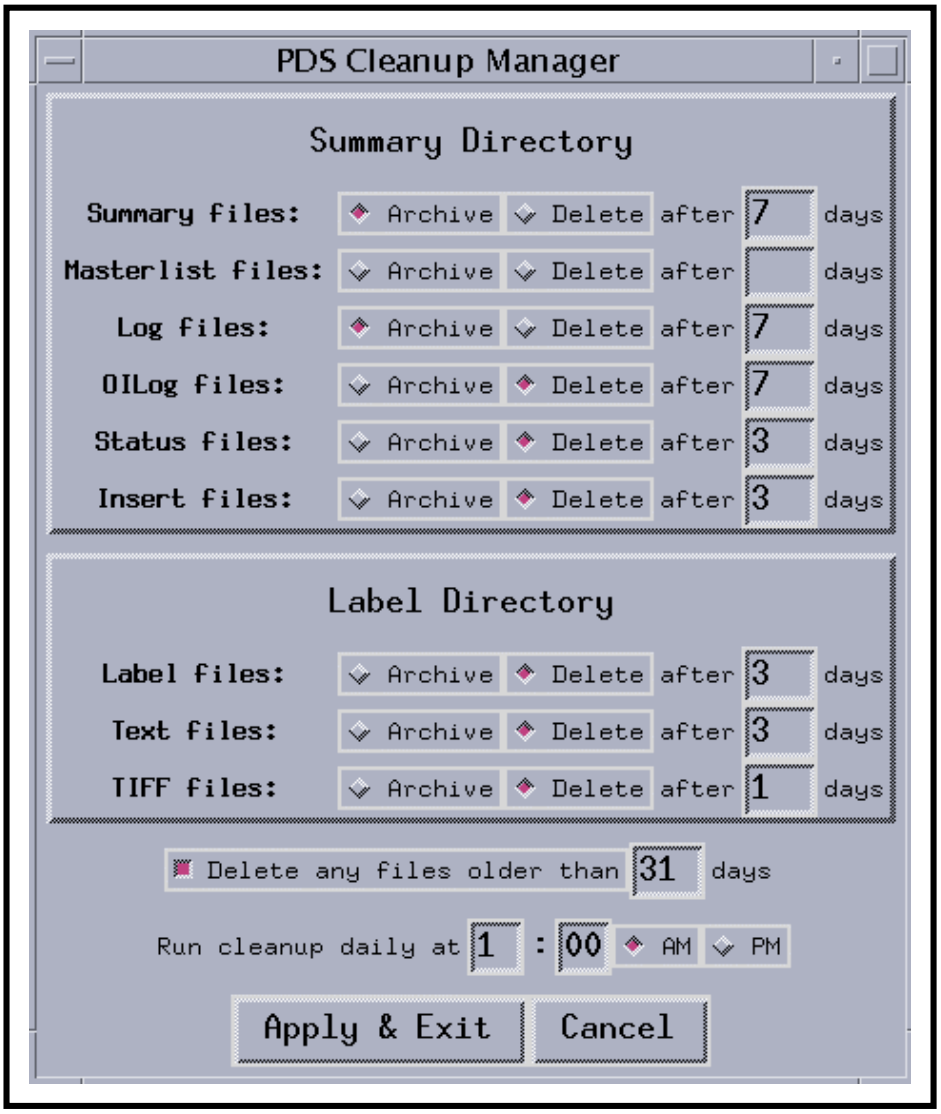

Figure 109. PDS Cleanup Manager
- The **PDS Cleanup Manager** GUI (Figure 109) is displayed.
- The **PDS Cleanup Manager** GUI (Figure 109) is dismissed.